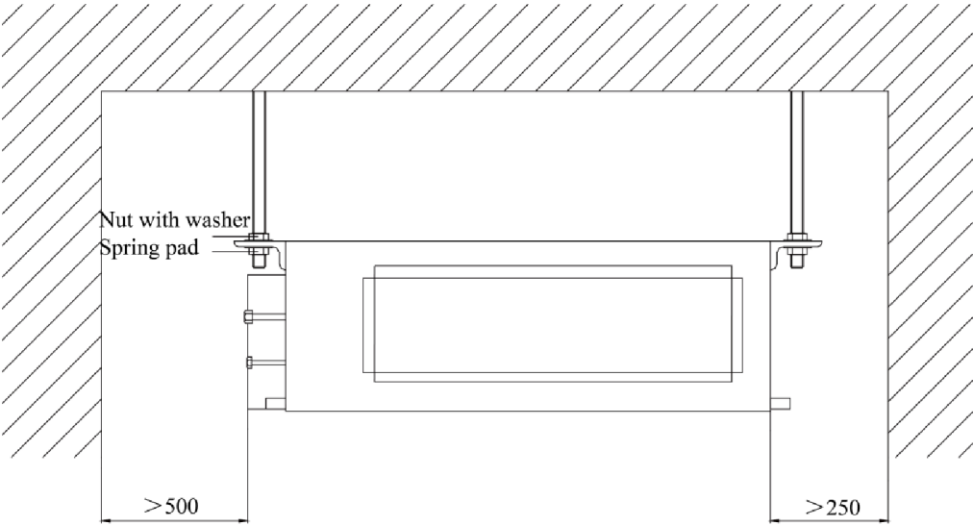

Abb. 2
4. In Abb. 2 angegebenen Installationsraum vorsehen, damit das Gerät für die Wartung zugänglich ist.